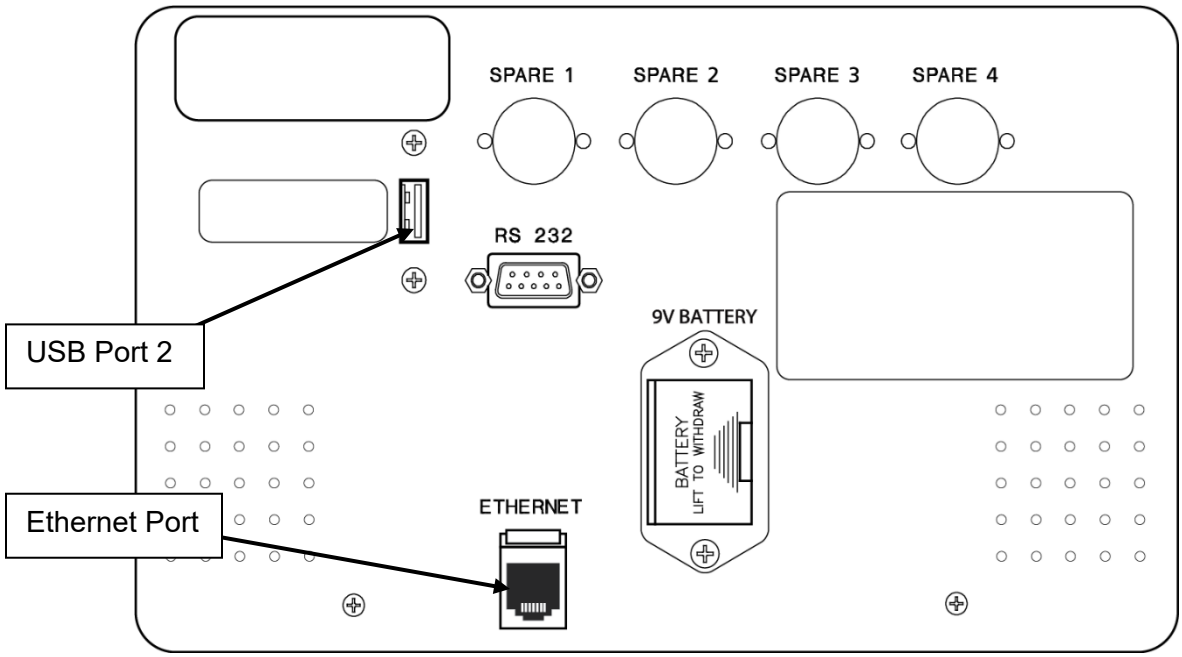

Figure 108 – CDX PC Access on the Back Panel
USB port 2 is located on the back panel of the machine (see Figure 108). It is used by the CDX system. Additionally, the back panel features an Ethernet port for the CDX PC.
- Booting from a USB drive, with the operating system pre-installed, connected to the USB port on the back panel (see Figure 108).